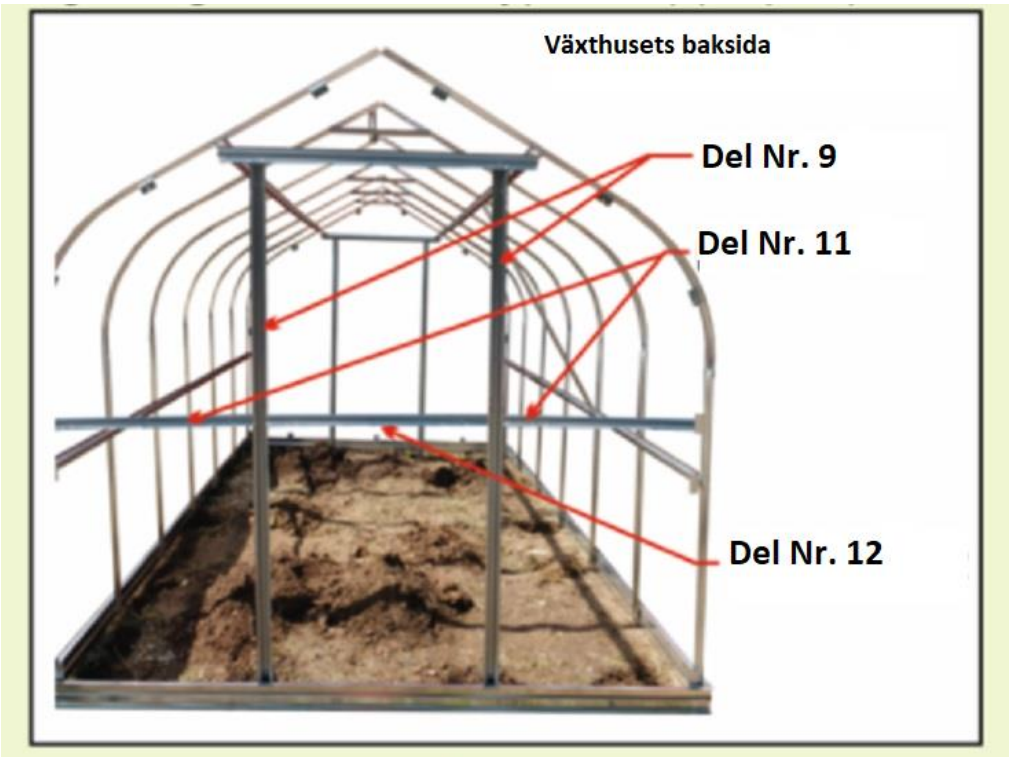

Bild 15
15. Skruva fast fästena för dörren (Nr. 11) med skruvar M5-12 (26) och muttrar M5 (29) till dörrkarmarna fram och bak. Skruva dessutom fast det bakre fästet (Nr. 12) på baksidan av växthusets ramverk (Bild 15).